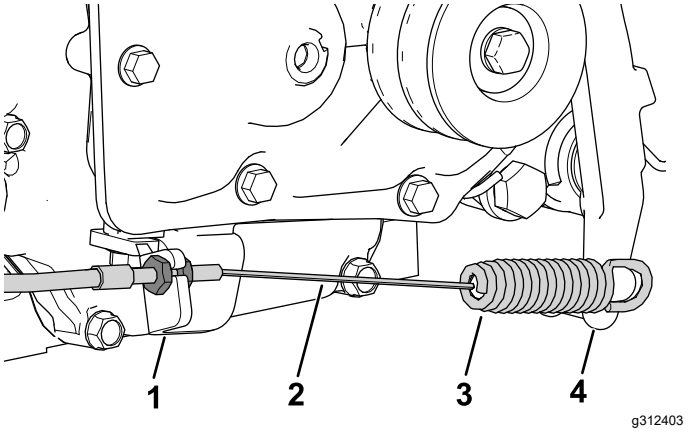

Bild 5
5. Befestigen Sie das Kupplungskabel an der Kupplungsplatte (Bild 5).
6. Befestigen Sie das Federende des Kupplungskabels am Kupplungshebel (Bild 5).